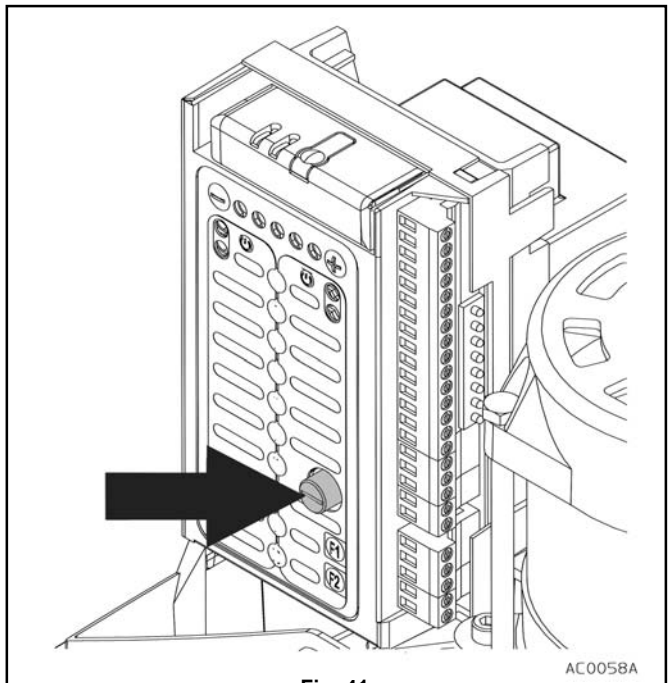

Fig. 41
Il fusibile frontale (fig. 41) è il fusibile sull'alimentazione primaria a 230 volt, a protezione del sovraccarico dell'autotrasformatore, dei circuiti delle lampade esterne e del motore.
c) Premere e contemporaneamente ruotare verso sinistra il tappo portafusibile (fig. 41).